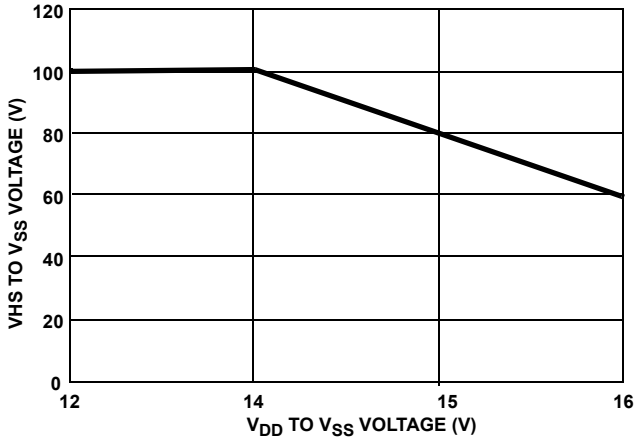

FIGURE 16. VHS VOLTAGE vs V_{DD} VOLTAGE
4. The HIP2101 is capable of derated operation at supply voltages exceeding 14V. Figure 16 shows the high-side voltage derating curve for this mode of operation.